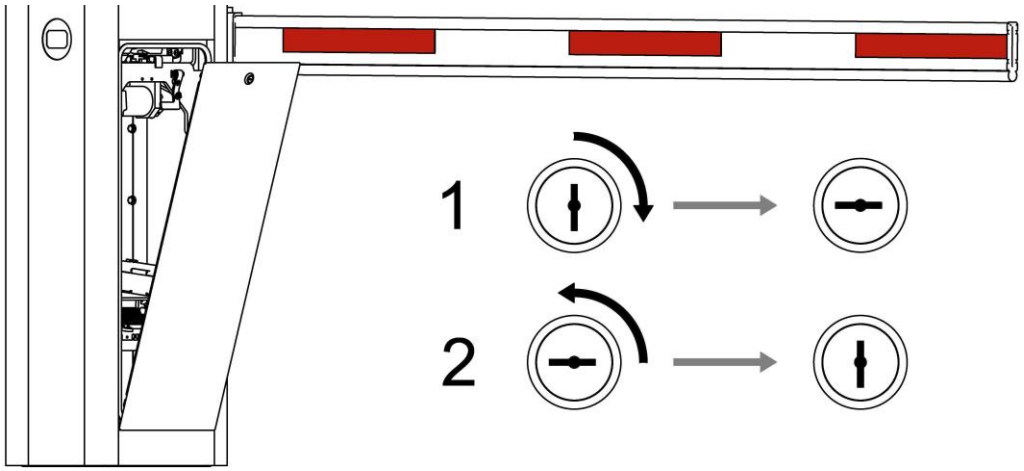

Abbildung 4
- Die Gehäuseschlossöffnung (wie in Abbildung 4 zu sehen) steht waagerecht.